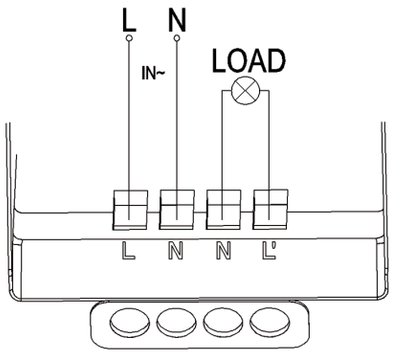

fig.4
- Conecte los cables de alimentación y luminarias de acuerdo con el diagrama de conexiones (ver fig.4).